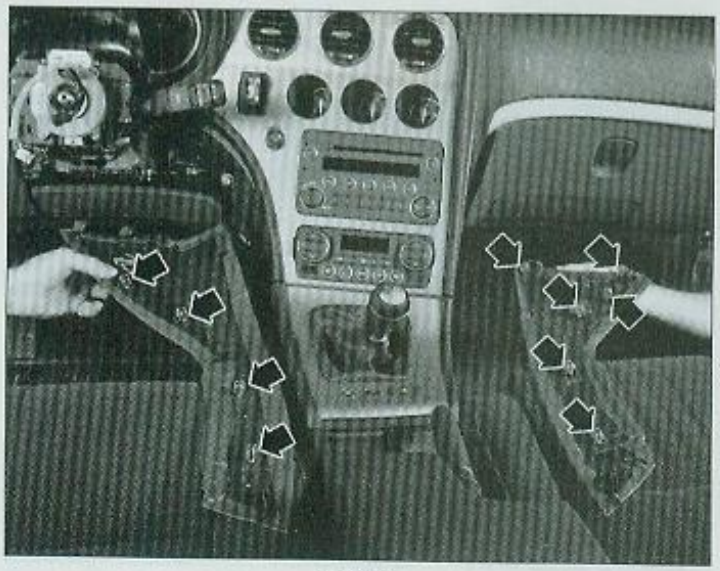

FIG. 11
• De part et d'autre de la console centrale, dégrafer les caches latéraux maintenus chacun par plusieurs clips **(Fig.11)**.